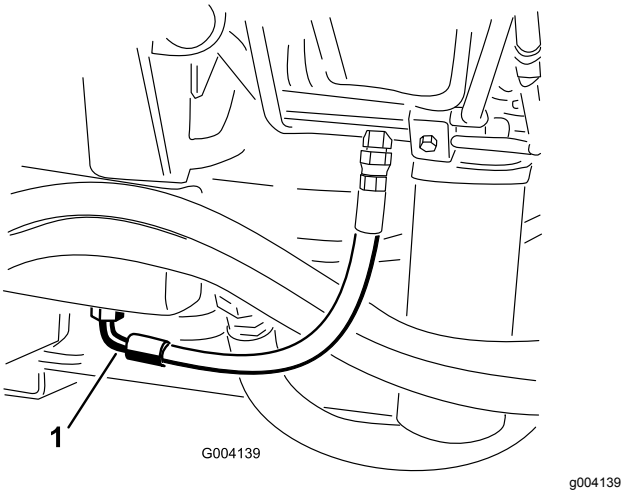

Figur 99
3. Anbring en stor bakke under stykket, der sidder i bunden af hydraulikvæskebeholderen (Figur 99).